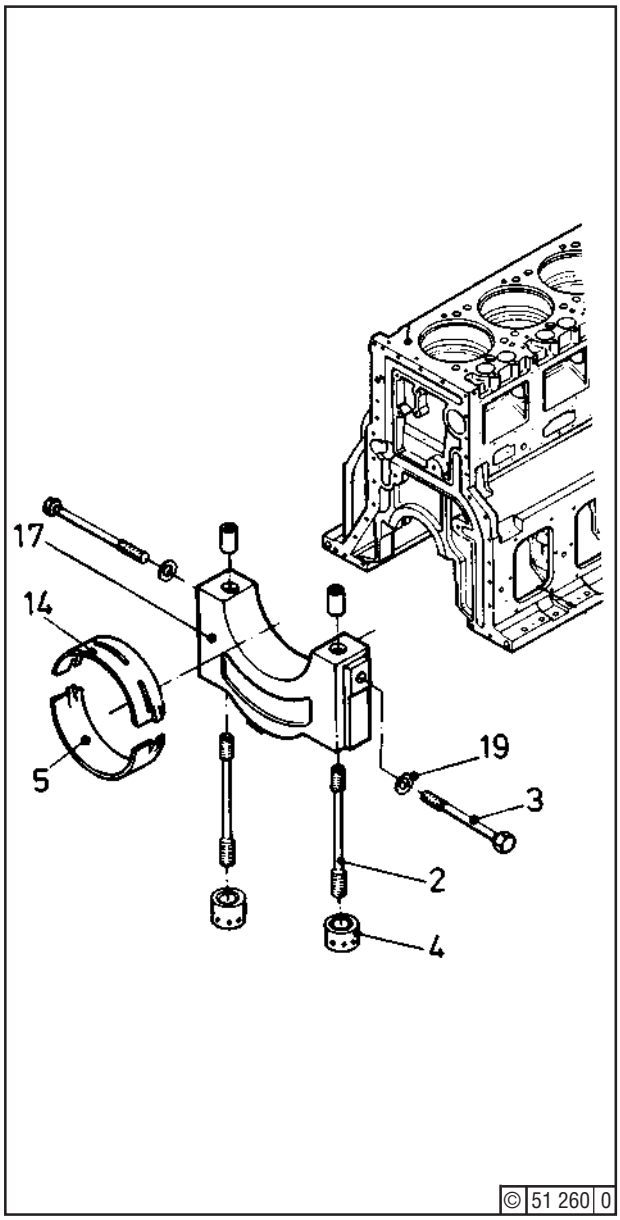
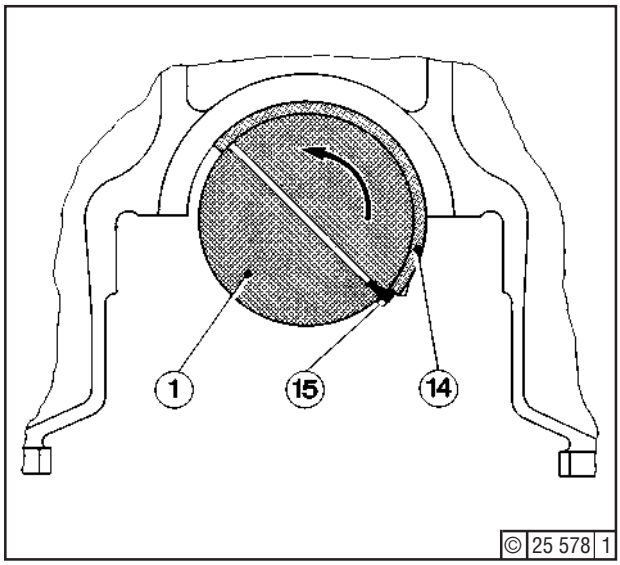

Fig. 1
Fig. 2
☞ Inspect bearing shells and renew as necessary (job 02.04.01). Used shells must be refitted in their original location. Unlike bottom shell (5), to shell (14) - Fig. 1 - is provided with oil grooves. New shells, being of the precision type, must not be modified by scraping, etc. Like the old shells, they must be provided on one lug with amarking that is permanent but will not give high spots. The top and bottom shells must always be installed so that the marks will mate. Note marking of cap (17) on its front facing the engine's driving end. Inspect journal and, if necessary, smoothen by oil stone.
Clean all components. Remove protection coverings from oil bores of crankshaft (1) - Fig. 2 -. Apply film of oil to journal and shell running surface, but keep shell back and seat dry. Usually, shell (14) - Fig. 1 - can be fitted by hand.
Failing this, insert driving pin (15) into oil bore of crankshaft (1) and turn shaft until driving pin (15) is in the appropriate position for turning top shell (14) in place (see Fig. 2).
Slowly turn crankshaft as arrowed until top shell (14) - Fig. 1 - is equidistant from cap joints. Be sure not to damage the shell lug. Remove driving pin (15) - Fig 2 - and put bottom shell (5) - Fig. 1 - (mark facing driving end) into cap (17).
Cap (17) - Fig 1 - can now be installed and hand-tightened by means of nuts (4). Remove spreader (16) - Fig. 4 - and retighten foundation bolts as locally specified.
Back bolts (10) through one turn. Connect hydraulic pump with hoses. Apply Deutz S2 compound to seats of bolts (3) - see Fig 1 -. After the first expansion of studs (2), screw in bolts (3) together with washers (19). For enture expansion process, see Section 3.5.2.